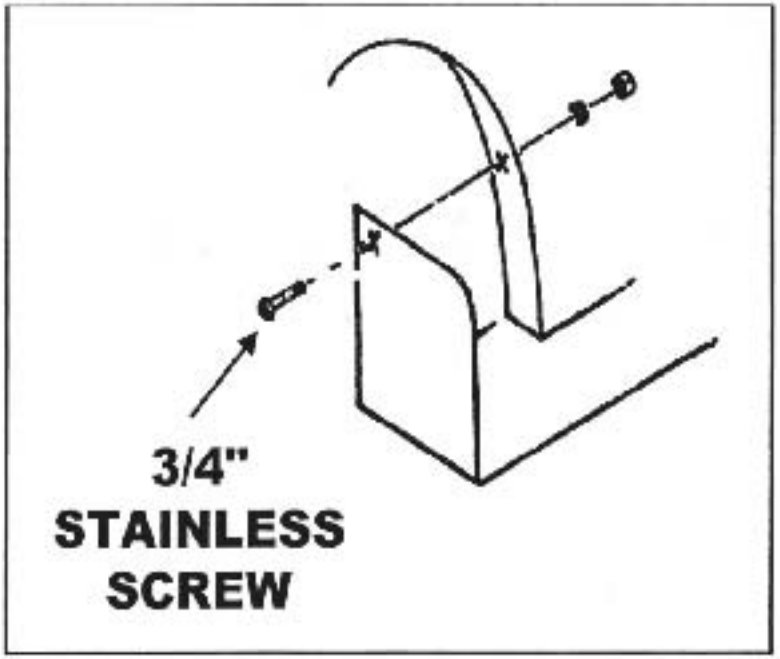

Figure 2
4. Drill a 1/4" hole through the corner of the front panel and the body of the cart. Secure front panel using 1 ea 1/4" stainless screw and 1/4" flat washer and Nylok nut. (Figure 2). Reapeat for other side.